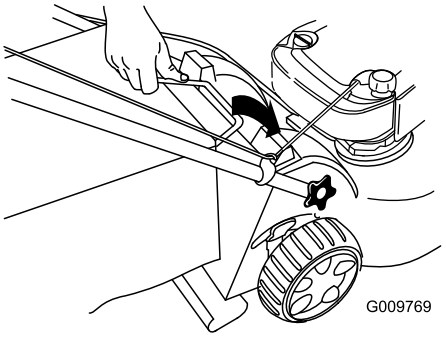

Figur 23
3. Før gressposehåndtaket inn i sporene øverst på gressklipperen (Figur 23).